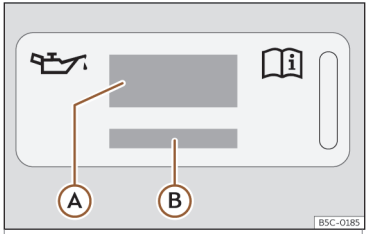
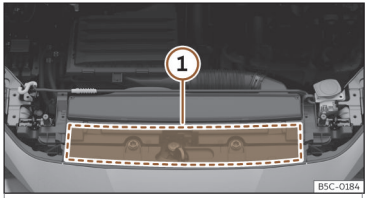

Fig. 208 En el vano motor: etiqueta de aceite de motor
Fig. 209 En el vano motor: zona de ubicación de la etiqueta de aceite de motor
Leyenda de la>>> **fig. 208**:
Si debe rellenar el aceite del motor, utilice uno de los aceites indicados en la etiqueta >>> **fig. 208**. La etiqueta con la norma prescrita se encuentra en la parte delantera en el vano motor>>> **fig. 209** ①. Si utiliza el aceite de motor recomendado, se puede corregir el nivel del llenado tantas veces como sea necesario.